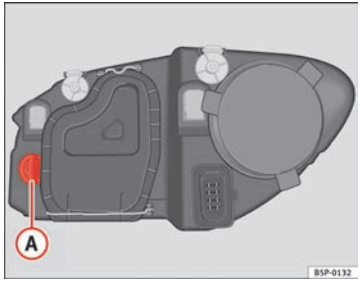

Fig. 185 Turn signal lamps
– Rotate the lamp holder ⇒ fig. 185 (A) to the left and pull.